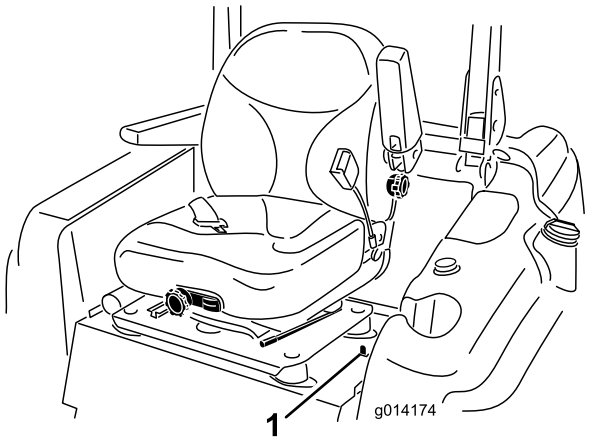

Figur 32
1. Flytt setets sperrehake på venstre side av setet bakover for å låse opp setet og dra det fremover fra toppen av setet (Figur 32).